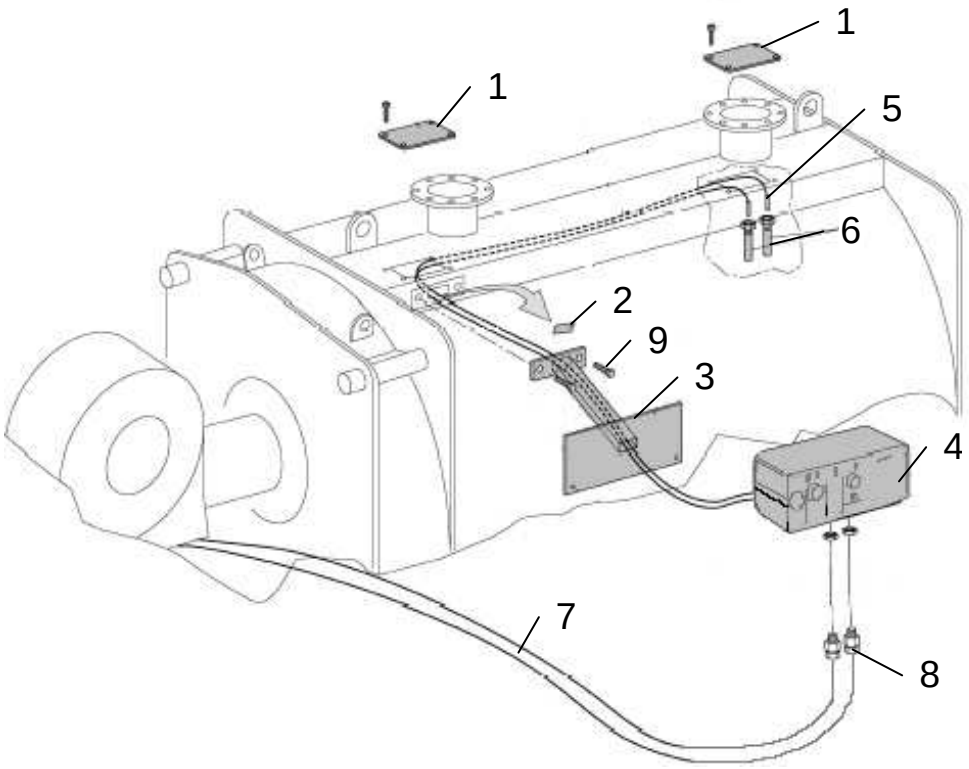

Рис. 4
3.5 МОНТАЖ ПАНЕЛИ УПРАВЛЕНИЯ КОТЛОВ ALPHA R 140÷350 (РИС. 4 И ФОТОГРАФИИ)
a. Выбрать сторону для монтажа панели управления (правую или левую), снять крышки (1) и углубить отверстие по подготовленным надрезанным линиям (2).
b. Извлечь из топки комплект кронштейна с опорной стойкой (3).
c. Открыть панель управления (4) и сформировать по надрезанным линиям отверстие, подготовленное в задней части.
d. Пропустить колбы (5) термостатов и термометра через отверстие, продевая их затем в трубу шкафа опорной стойки и через верхние отверстия продеть их в защитную трубу до зумпфов (6). Затем закрепить их соответствующими противовыдвижными пружинами.
e. Соединить провода горелки (7) с панелью управления с помощью защитного кожуха и закрепить их с помощью уплотнителей проводов (8).
f. Прикрепить панель управления к опорной стойке (3) с помощью поставленного комплекта.
g. Закрепить на двух винтах (9) комплект кронштейн-панель управления на верхней обвязке котла.
h. Установить обратно крышки (1).